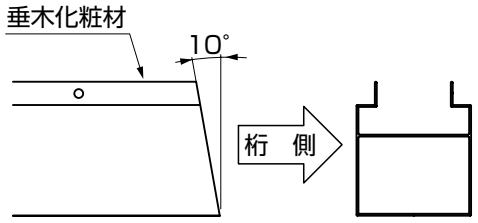

図15-3
- ●垂木化粧材の端が10° 切欠いている側を桁側にしてください。（図15-3参照）